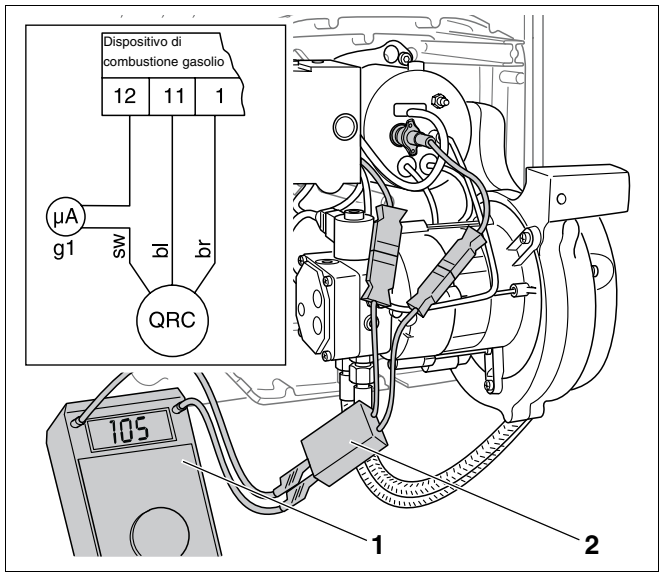

Fig. 59 Eseguire il controllo dei comandi e la misurazione della corrente del sensore
È possibile controllare la corrente del sensore con un adattatore per il rilevamento della corrente UV (accessorio, fig. 59, **pos. 2**) o con un apparecchio di misurazione della corrente continua (fig. 59, **pos. 1**) con una resistenza interna massima di 5 kΩ. La corrente del sensore deve essere, durante l'esercizio, di almeno 80µA (senza fiamma < 5µA).